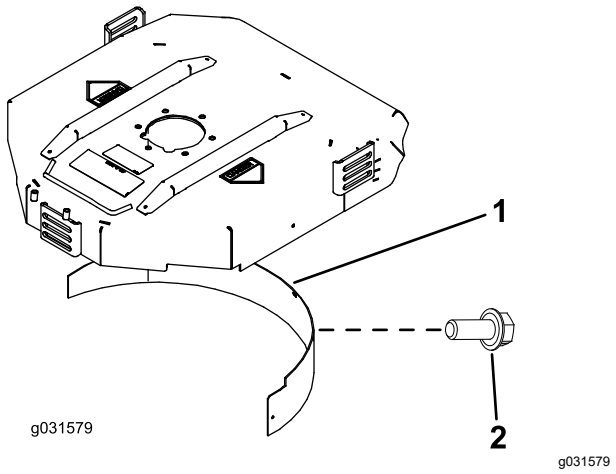

Figuur 9
2. Plaats de mulchplaat in de achterste opening en bevestig deze met 5 flenskopbouten (Figuur 9).